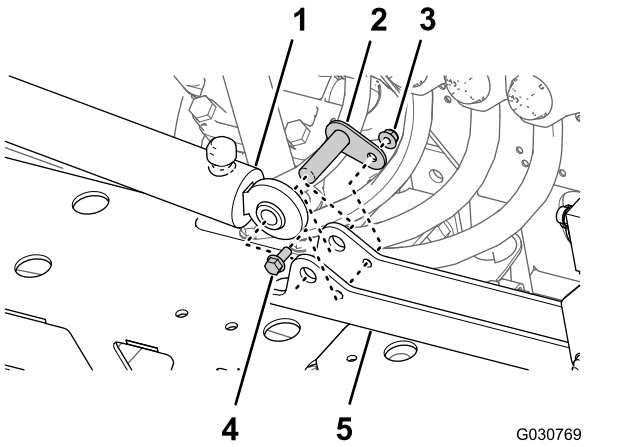

Figur 128
1. Juster den faste ende af løftecylinderen, som du afmonterede i trin 4 i Afmontering af løftecylinderne (side 34), så den passer med 16 mm hullet i cylinderbeslaget (Figur 128).
2. Sæt cylinderen på cylinderbeslaget med drejetappen, flangehovedbolten og flangemøtrikken (Figur 128).